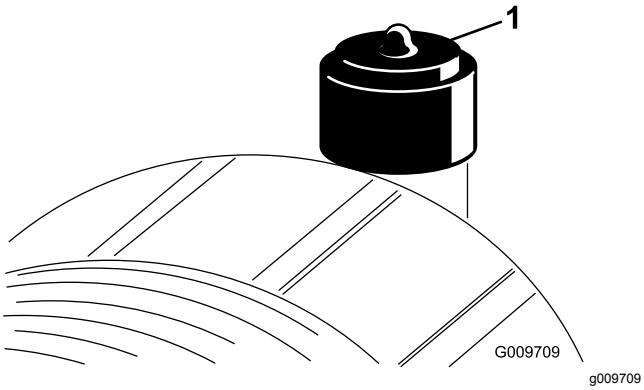

**Figur 49**
Efterse kun luftfilteret, når serviceindikatoren (Figur 49) viser, at det er nødvendigt. Hvis du udskifter luftfilteret, før det er nødvendigt, øger du blot risikoen for, at der kommer snavs ind i motoren, når filteret afmonteres.
10. Nulstil indikatoren (Figur 49), hvis den viser rødt.